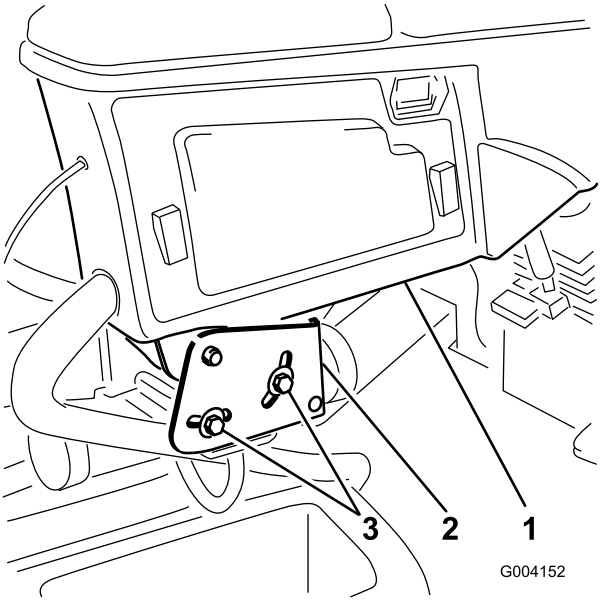

Rysunek 3
1. Poluzuj 2 śruby mocujące ramię sterujące do wspornika ustalającego (Rysunek 3).